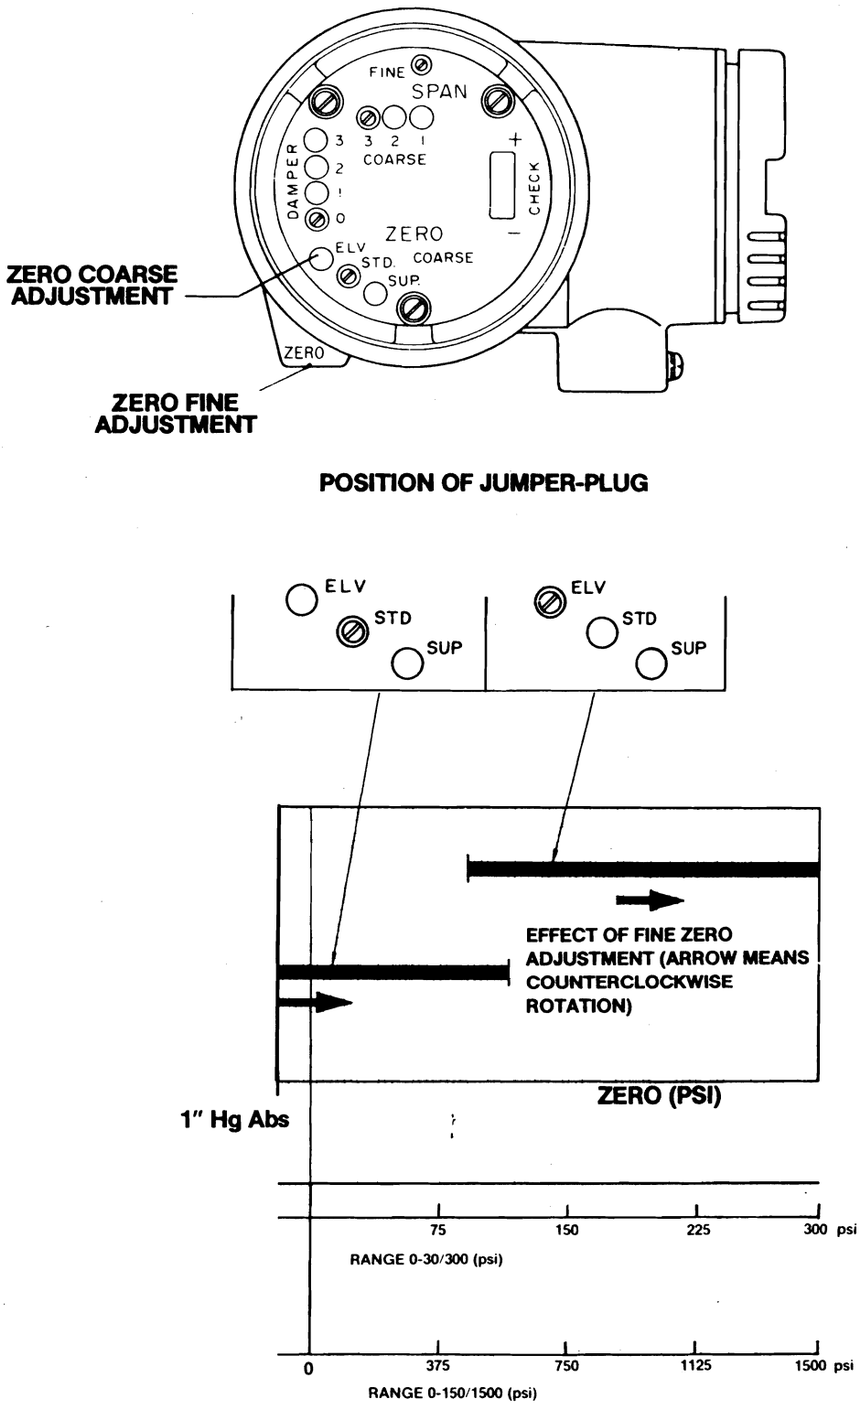

Figure 4-3. Adjustable Zero
1. Position 0 of the **Damping** adjustment provides no damping (see Figure 4-3). If no damping is required, the jumper-plug can be left in this position.
1. Place the **Coarse Zero** jumper-plug in the proper location (see Figure 4-3).